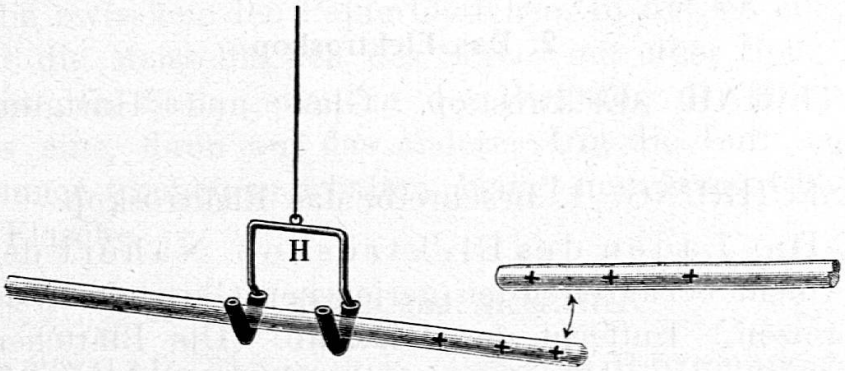

Fig. 19.
4. Der Magnet besitzt Richtkraft. Hängt den Aufhängebügel (Fig. 19.) an das Lineal im Stativ, (an das Anhängegestell) und legt den Stabmagneten in den Haken. Beobachtung: (Das eine Ende zeigt nach Nord, das andere nach Süd.)
b) Legt den geriebenen Glasstab in den Aufhängehaken und nähert ihm den geriebenen Glasstab. (Sie stossen einander ab.) (Fig. 19.)